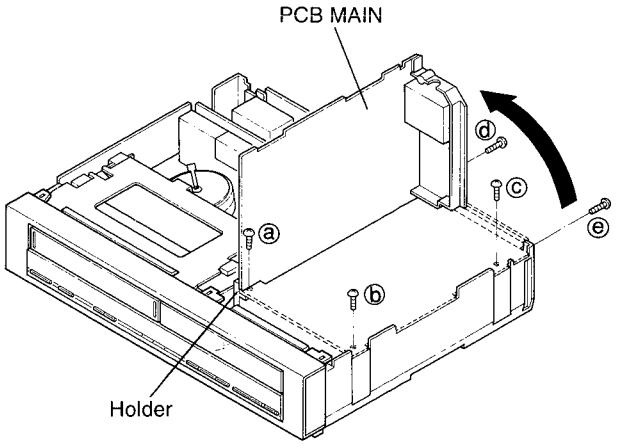

Abb. 3
A. Entfernen Sie die vier Schrauben (ⓔ, ⓕ, ⓜ und ⓝ)und die vier Standteller. Siehe Abb.3.
C. Entfernen Sie die fünf Halteschrauben (ⓐ ~ ⓔ). Siehe Abb.3.